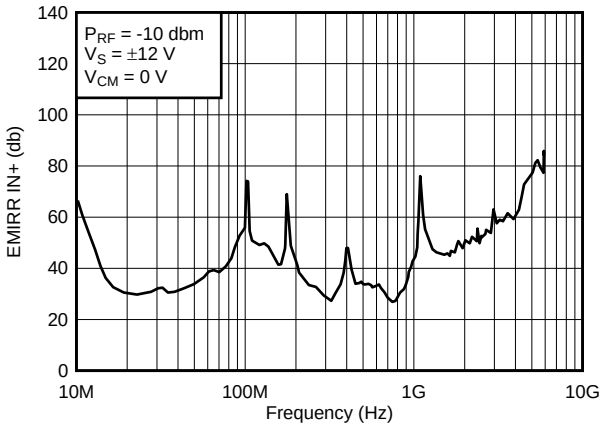

图 46. OPA211 EMIRR
3. 在同相引脚上测量 EMIRR 比在其他引脚上测量更容易，因为在印刷电路板 (PCB) 上可以隔离同相输入端子。这种隔离使得射频信号可以直接施加到同相输入端子上，而不会与其他组件或连接性 PCB 走线之间发生复杂的相互作用。图 46
OPA211 的 EMIRR IN+ 与频率间的关系图如图 46 所示。任何双路和四路运算放大器器件版本（如果可用）具有几乎相似的 EMIRR IN+ 性能。OPA211 单位增益带宽为 45MHz。低于该频率的 EMIRR 性能表示存在位于运算放大器带宽内的干扰信号。